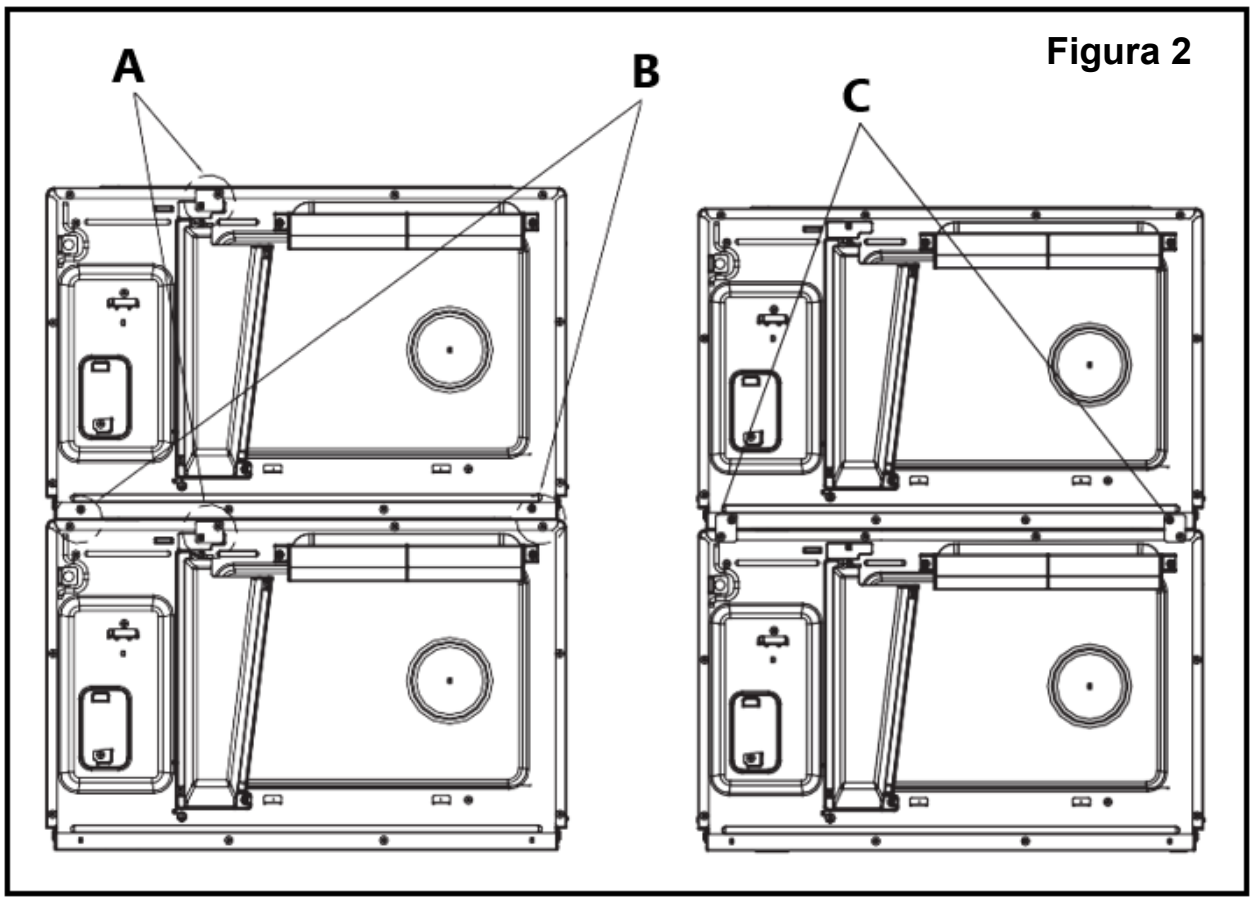

Figura 2
- El aparato se puede instalar con cierto grado de superposición (Figura 2).